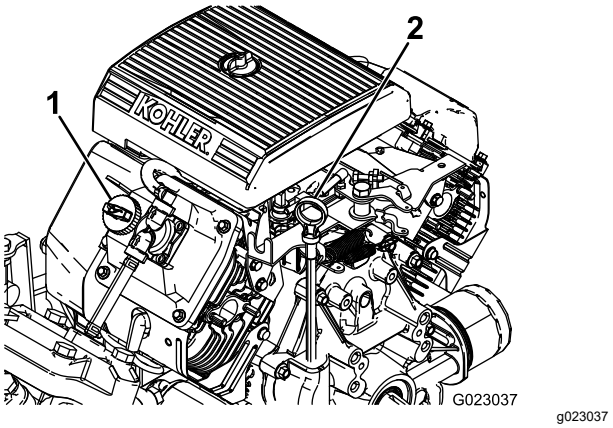

Figuur 10
2. Verwijder de peilstok en veeg deze af met een schone doek (Figuur 10).
4. Als het oliepeil te laag is, moet u de vuldop losmaken van het klepdeksel (Figuur 10) en voldoende olie bijvullen totdat het peil de VOL-markering op de peilstok bereikt; zie Motoroliepeil controleren (bladz. 50) voor het juiste type olie en de viscositeit.